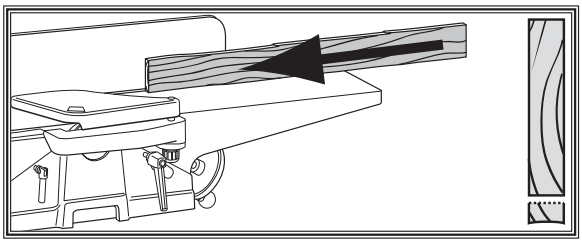

Figure 26. Edge joint on the jointer.
3. **Edge Joint on the Jointer**: The concave edge of the workpiece is jointed flat with the jointer (see **Figure 26**).